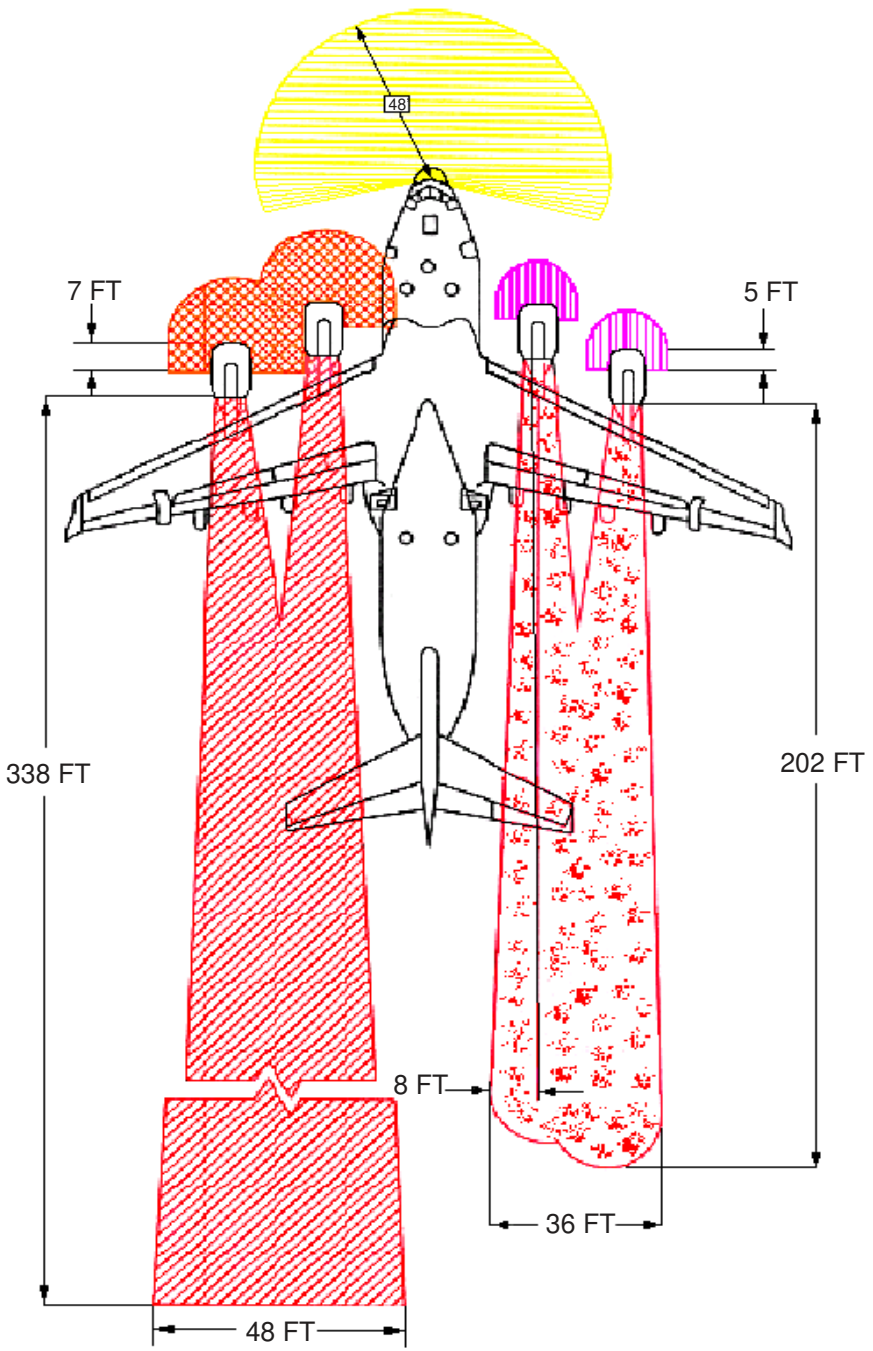

FIGURE 3. Example of external hazards.
(1) Skin penetration - red or broken red line
(2) Fire access doors - red or broken red line
3.1.4 External hazards. (see Figures 3 and 4) Illustrations and information for all external hazards such as emitting radar zones, approach areas to engine intakes and exhausts, propeller clearances, ejected seat and jettisoned canopy envelopes with associated shrapnel danger areas, spin and drag chute ignitors or cartridges, armament firing zones, hot brakes, engine starting cartridges, APU exhaust ports, flare tube outlets, chaff dispensing units, etc. These areas are depicted as a shaded area or with broken lines.